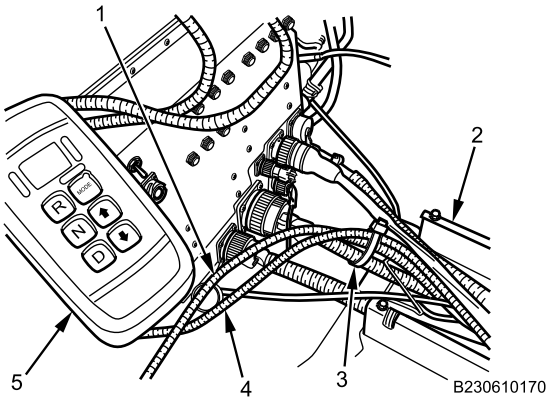

Figure 6. 12V Power Outlet Harness.
12. Follow 12V feed harness (Figure 6, Item 1 and 4) from electrical harness storage duct (Figure 6, Item 2) to driver selector console (Figure 6, Item 5). Remove and discard cable lock straps (Figure 6, Item 3) from harness.